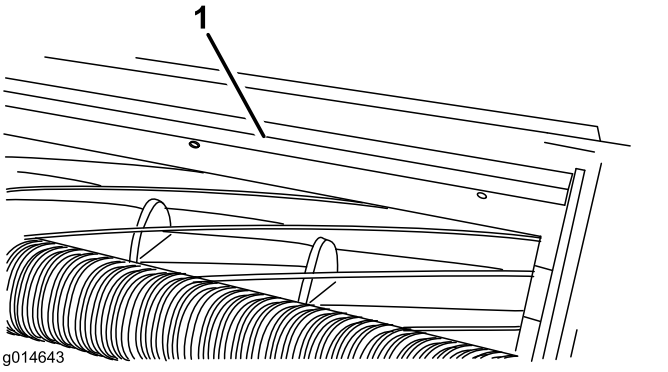

Figuur 19
1. Draai de schroeven los waarmee de bovenbalk (Figuur 19) is gemonteerd aan het maaidek.